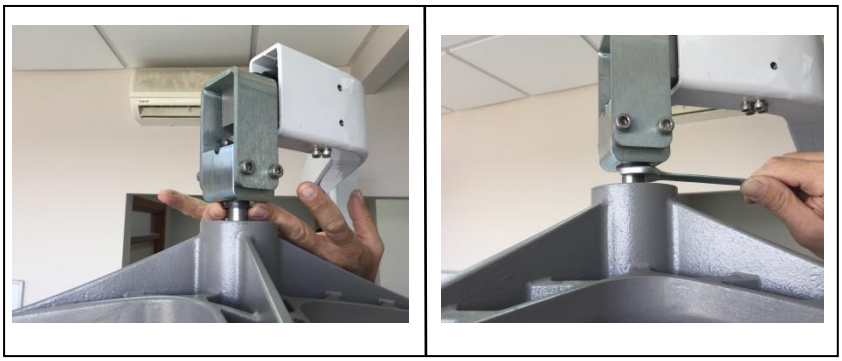

Figura 4.5: inserire di nuovo la boccola al suo posto con le dita, poi stringendola con una chiave inglese
4.5 Se la boccola è lenta, inserirla di nuovo al suo posto prima con le dita e poi stringendola con una chiave inglese da 20 mm (vedere la figura 4.5).